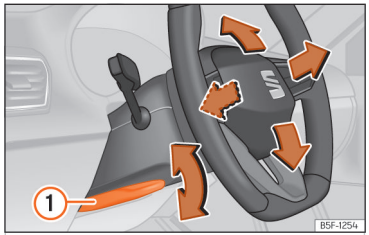

**Fig. 91** Lever in the lower left side of the steering column.
- Pull lever ››› Fig. 91 (1) down, move the steering wheel to the desired position and lift the lever back up until it locks.
- **After adjusting the steering column, push lever ››› Fig. 91 (1) firmly upwards so that the steering wheel does not accidentally change position while driving.**